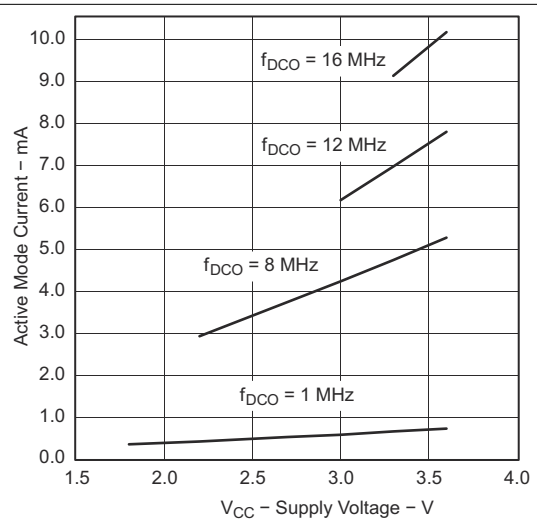
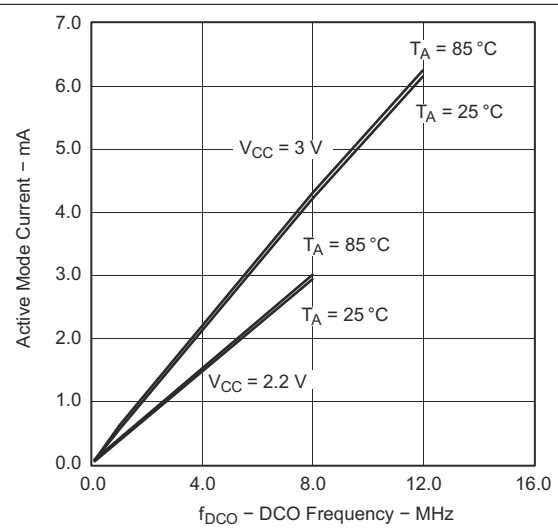

Figure 8-2. Active Mode Current vs Supply Voltage (T_A = 25°C)
Figure 8-3. Active Mode Current vs DCO Frequency
over recommended ranges of supply voltage and operating free-air temperature (unless otherwise noted)[(1) (2)] (see Figure 8-2 and Figure 8-3)